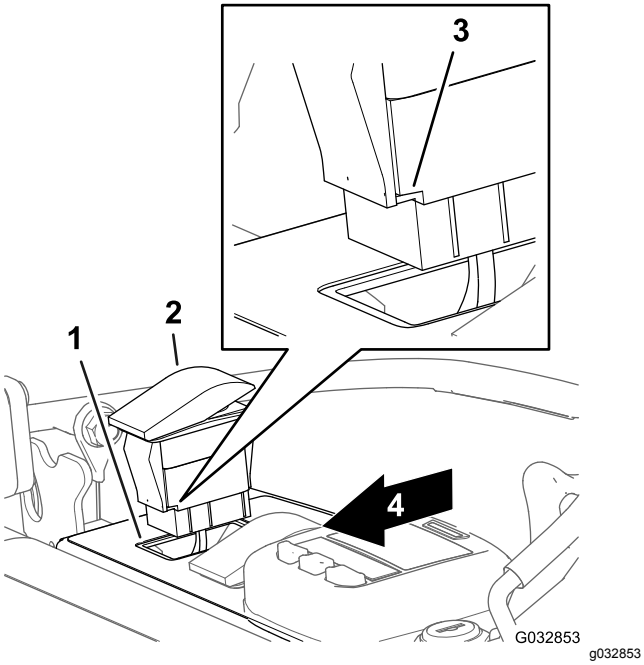

Figur 26
4. Innrett bryteren slik at hakket på huset til bryteren sitter mot baksiden av kontrollpanelet (Figur 26).
5. Sett bryteren inn i åpningen i kontrollpanelet, til bryteren knepper på plass i panelet (Figur 26).